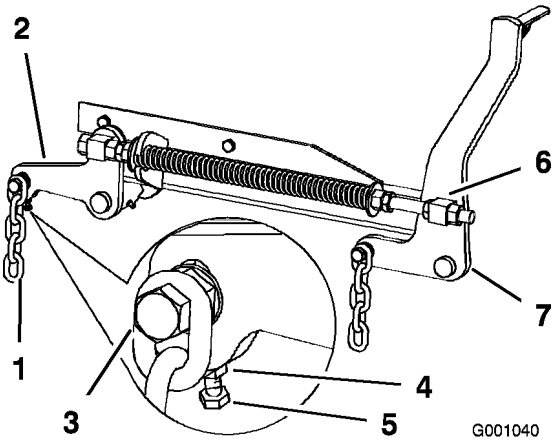

Figur 73
7. Hvis målingene ved stillingene **B** eller **C** ikke er korrekte, løsne bolten som fester den bakre kjeden til den bakre støtten (Figur 73).
8. Løsne låsemutteren under den bakre støttearmen og juster justeringsbolten for å få en måling på 79 til 83 mm (Figur 73).
7. Løsne de fremre svivellåseskruene, foran på høyre og venstre svivel, ca. 13 mm (Figur 73).
8. Juster hevemutteren på både venstre og høyre side av maskinen for å oppnå 6-10 mm lavere foran ved A enn bak ved **B** (Figur 73).